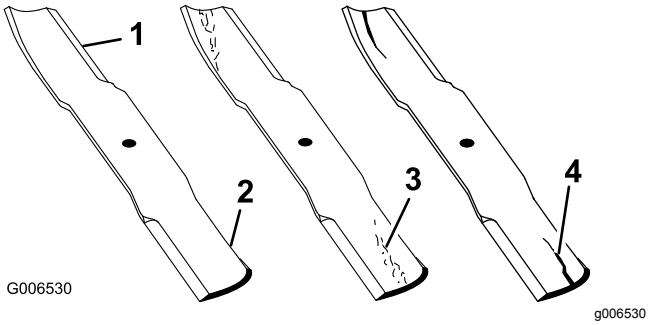

**Figuur 100**
1. Controleer de snijranden (Figuur 100).
4. Als u scheuren, slijtage of groefvorming in dit deel constateert, moet u direct een nieuw mes monteren (Figuur 100).